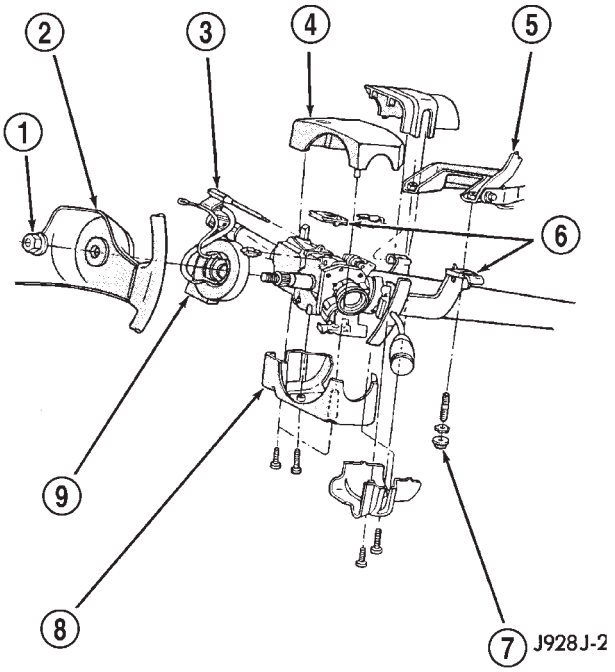

Fig. 8 Shroud Removal/Installation—Typical
(1) Disconnect negative cable from battery.
(2) If equipped with tilt column, remove tilt lever by turning it counterclockwise.
(3) Remove upper and lower covers (shrouds) from steering column (Fig. 8).